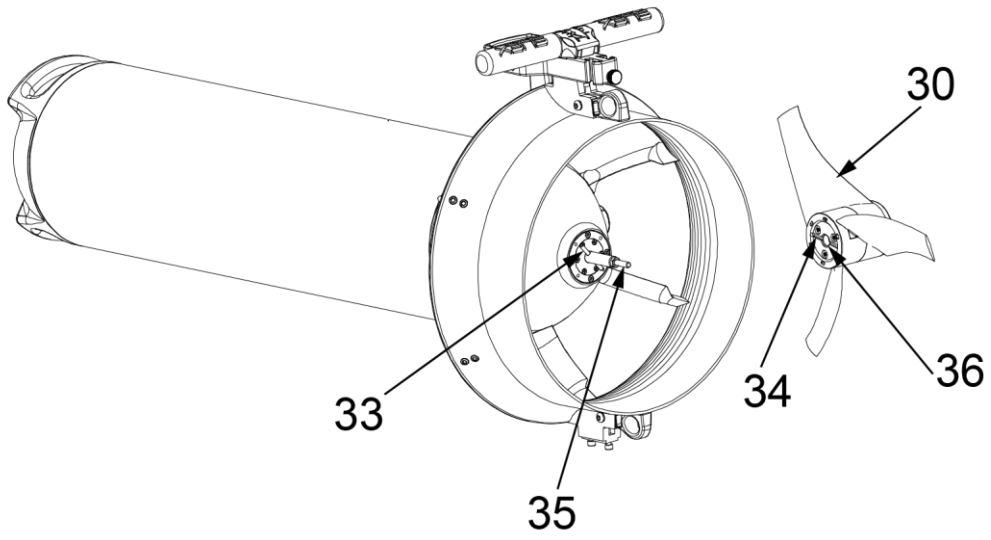

Fig 37 - Propeller insertion
Insert the propeller (hole 36 - **Fig 37 - on p. 41**) in motor shaft of the Scooter (35), turn the propeller (clockwise) until the pin (33) matches the seat (34) propeller. When you hear a click, the propeller will stop turning. Continue by turning (CLOCKWISE) the switch (6 - Fig.1) with the finger only, WITHOUT FORCING.